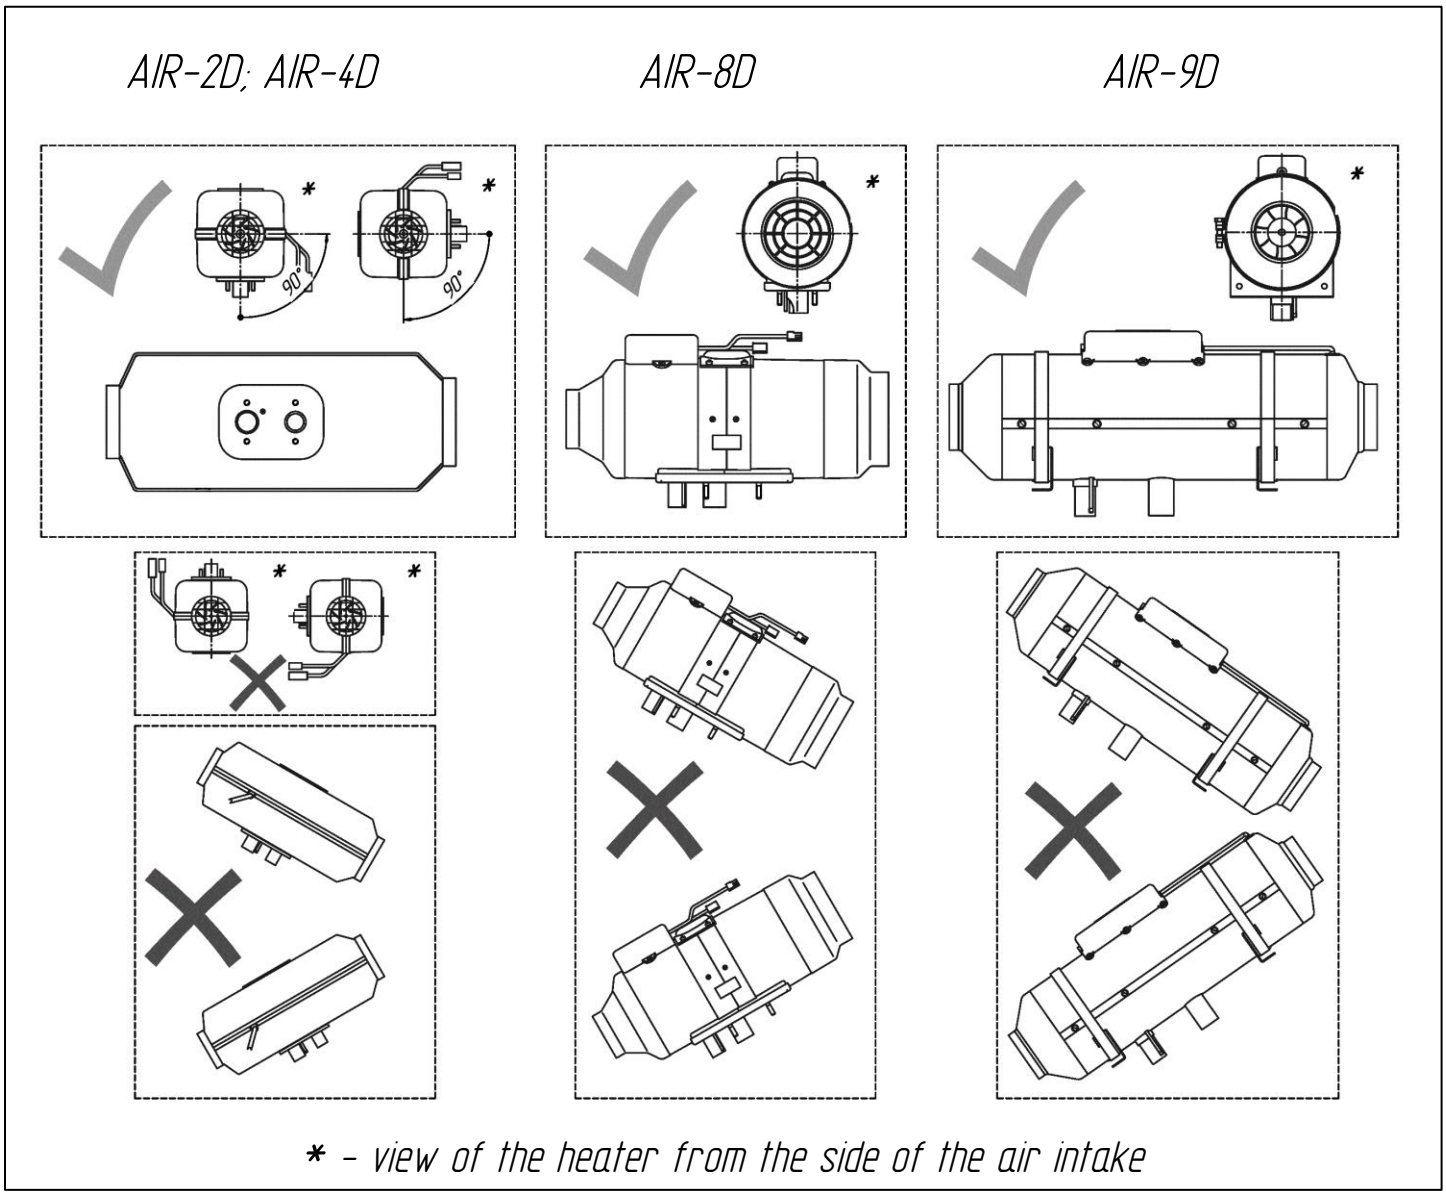

**Fig. 1a - Mounting positions of the heater**
Install the heater, taking into consideration permissible operating position according to Fig.1a/b. Take into account the possible heel of the vessel, if installing on a maritime transport.
When heater is positioned with exhaust pipe facing downwards and air inlet facing towards you, it is considered 0° position. AIR-2D and AIR-4D can be tilted everything between 0 and 90°. From the same point of view, wires on the 2D and 4D must remain on the right side or on the top of the heater. **The AIR-8D and AIR-9D should not be tilted (see Fig.1a)**.
**WARNING!!! Reliable operation of the heater depends on correct installation of the heater. The heater must be installed horizontally (according to Fig.1a).**